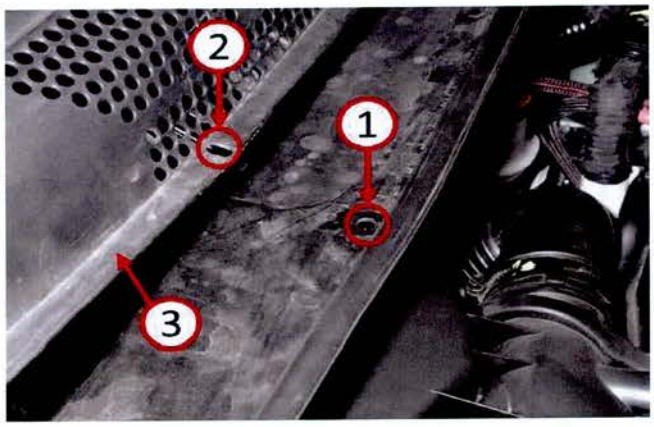

Fig. 3 Cowl Modification
4. Locate the center push pin hole (1) in the cowl panel that the clip was removed from in order to remove the cowl panel cover (Fig. 3).
5. Use a (7.5mm) drill to enlarge the center push pin hole in the cowl (1) to accept the push clip grommet (Fig. 3).